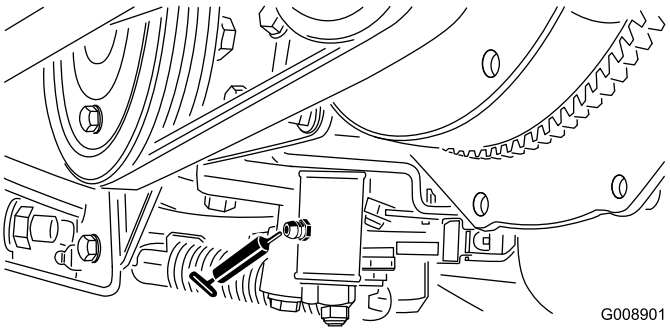

**Figur 57**
- Neutraljusteringsmekanismen (Figur 57)